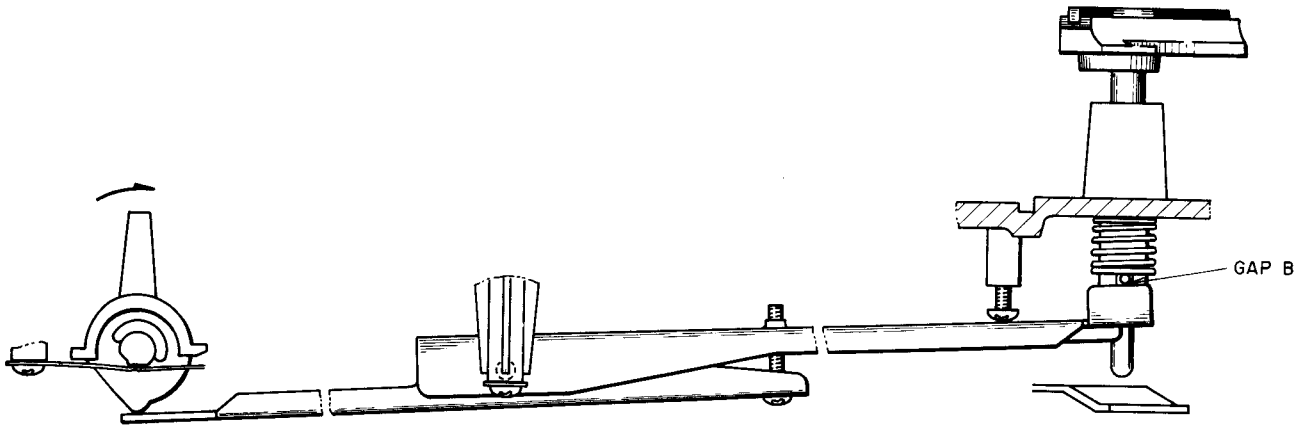

Fig. 10
2) Next operate the auto return (turn the main gear by hand) and raise the arm lifter. With the elevation control at ▼, adjust screw (b) at exactly the point where the gap (B) between the shaft pin and the elevation lever (A) disappears. (Refer to Fig. 10.)